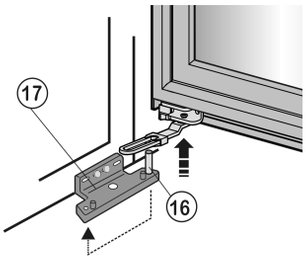

*Fig. 10*
▶ Deur onderaan van de bouten *Fig. 10 (16)* van de onderste lagerbus *Fig. 10 (17)* tillen en opzij leggen.
▶ Lagerbout *Fig. 10 (16)* in de lagerbus omzetten en **goed (met 4 Nm)** vastschroeven.